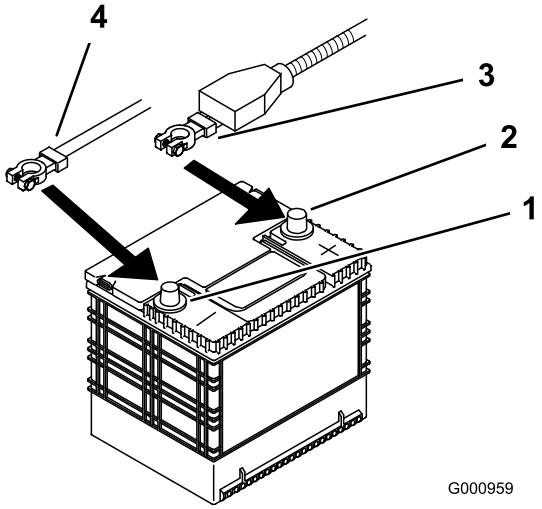

**Figur 56**
4. Lossa först batteriets minuskabel från batteriets minuspol (–) (Figur 56).
5. Skjut av den röda anslutningsskon från batteriets pluspol (röd). Lossa sedan batteriets pluskabel (röd) (Figur 56).
4. Fäst kablarna med 2 bultar (1/4 x 3/4 tum), 2 brickor (1/4 tum) och 2 låsmuttrar (1/4 tum) (Figur 56).